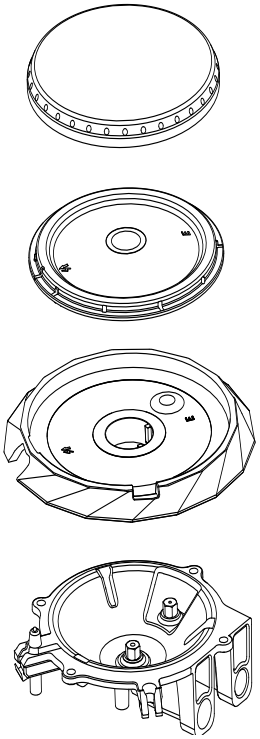

Figure 5
a. Remove burner grates & lift off the burner (see Figure 5).